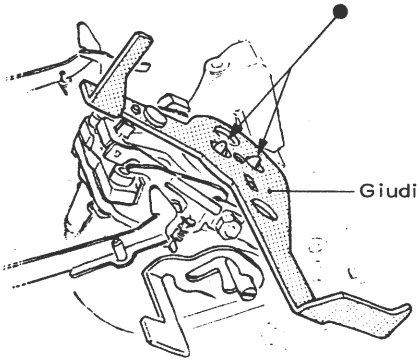

Fig. 1
- Montare il giudice al posto del disco caratteri (fig. 1)